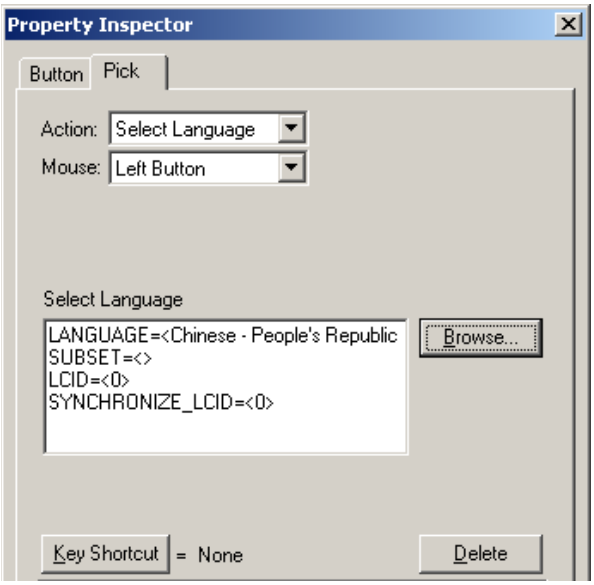

Figure L14.9 - Select Language Pick Action
7. Your Pick action Property Inspector should look similar to Figure L14.9.